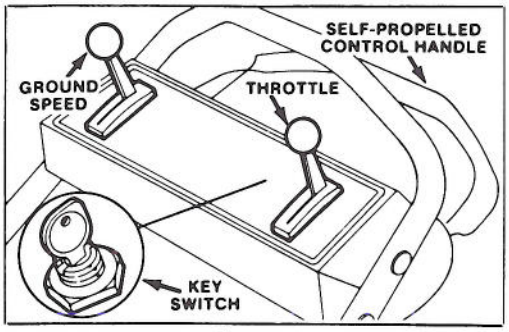

Figure 9
1. CONTROLS — Key switch (Key Start Models) throttle, ground speed control and self-propelled control bar are on upper handle (Fig. 9). Fingertip starter is on top of engine.
2. Push high tension wire onto spark plug and on self-propelled models move ground speed control to "N" (Fig. 9).
4. KEY-LECTRIC STARTING - Move throttle (Fig. 9) to CHOKE. Turn Key (Fig. 9) to START and release when engine begins running. Regulate throttle as desired.
6. STOPPING (Fig. 9) — Release control bar to stop blade and traction drive. Move ground speed control to "N". To stop engine, move throttle to OFF. Remove key from switch or pull wire off spark plug if mower is unattended or not used.